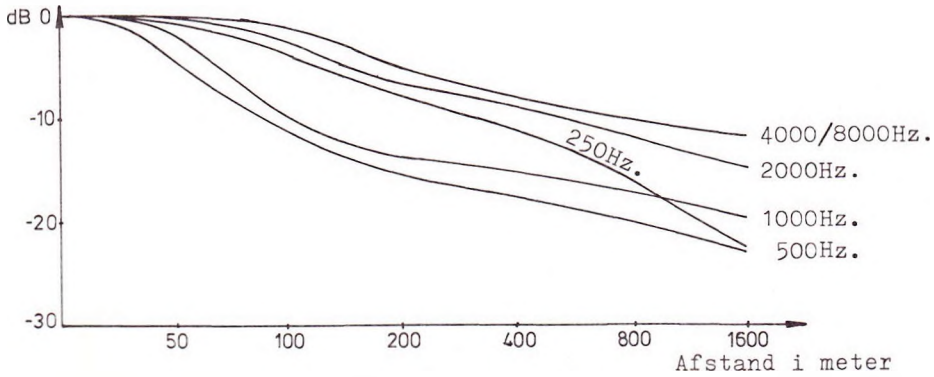

Fig. 3: Jordeffektens indflydelse på dæmpningen. Lydkilde i 2 meters højde, måling i 2 meters højde. Underlag græs. Frekvensen som parameter.
c. Endelig sker der en molekylær optagelse af lyd i luft. Dæmpningen ved b. og c. er stærkt frekvensafhængig, som vist i fig. 3 og 4.